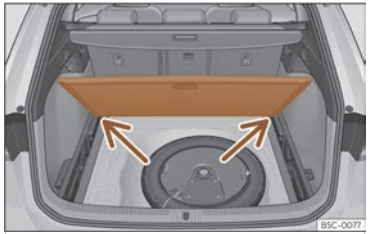

Fig. 194 Variable luggage compartment floor: tilted position.
- Rest the floor on its housings ››› **Fig. 194** (arrows).